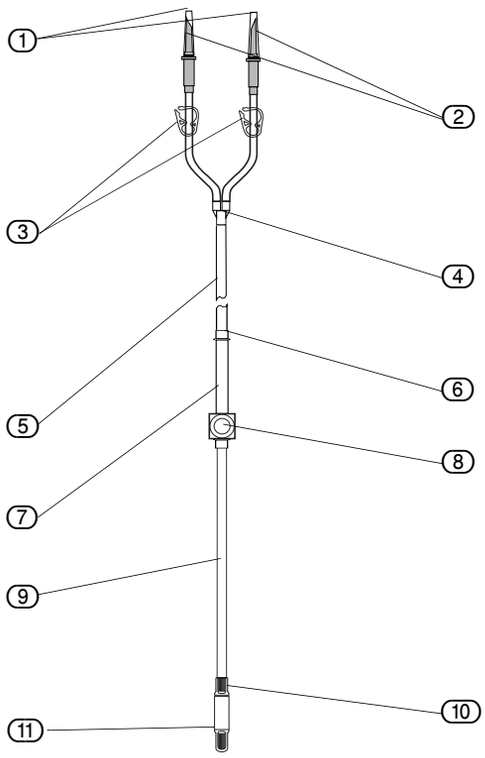
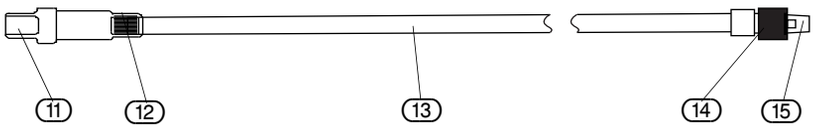

Fig. 5-9 Day tube set elements
Fig. 5-10 Patient tube elements
The day tube includes the connectors to the fluid bags and to the hygiene connector (Fig. 5-10 "Patient tube elements" see (12)) of the patient tube.
The new sterile cap delivered together with the patient tube must be screwed onto the hygiene connector (Fig. 5-9 "Day tube set elements" (10)) of the day tube set immediately after the surgical procedure to provide protection from contamination. This sterile protector remains connected to the day tube until the next surgery.
The patient tube has a connector on one side to connect with the day tube (hygiene connector (12)). A luer lock connector (15) to connect to an instrument such as a trocar, for example, is fitted to the other side. Connect the hygiene connector (12) of the patient tube with the matching piece on the day tube (Fig. 5-9 "Day tube set elements"(10)).
In order to separate sterile from non-sterile areas, assign the following tasks to the "sterile" or "non-sterile" nurse or medical technician. The indicated numbers refer to Fig. 5-9 "Day tube set elements", Fig. 5-10 "Patient tube elements" and Fig. 5-11 "Inserting the day patient tube set".
- ▶ Connect the hygiene connector (12) of the patient tube (Fig. 5-10 "Patient tube elements") with the hygiene connector (10) of the day tube (Fig. 5-9 "Day tube set elements").